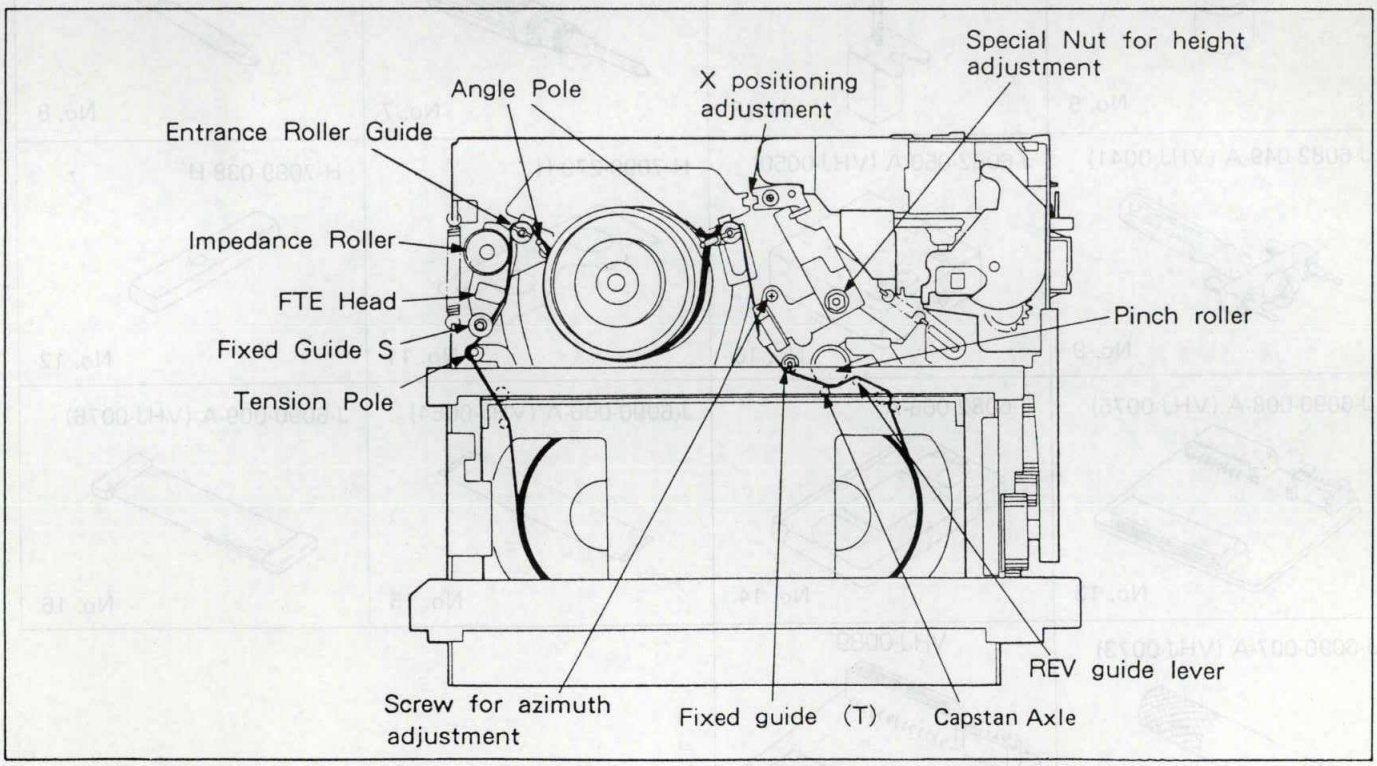

Fig. 4-1-2. Cleaning
② Cleaning of the Tape Guide System (See Fig. 4-1-2.)